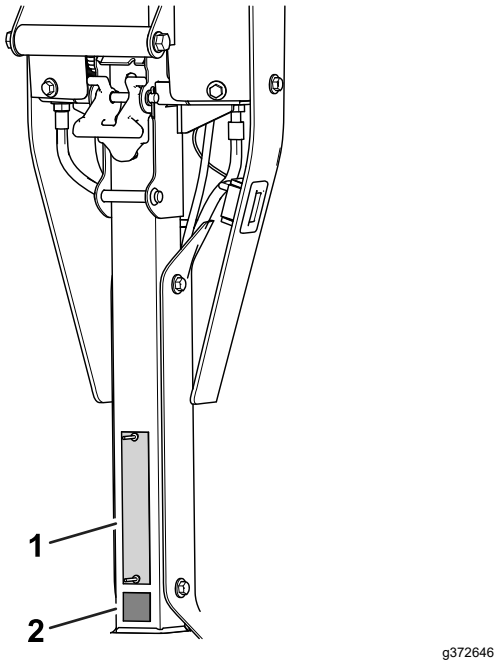

Figuur 10
- Breng de CE-sticker aan onder het plaatje met het serienummer (Figuur 10).